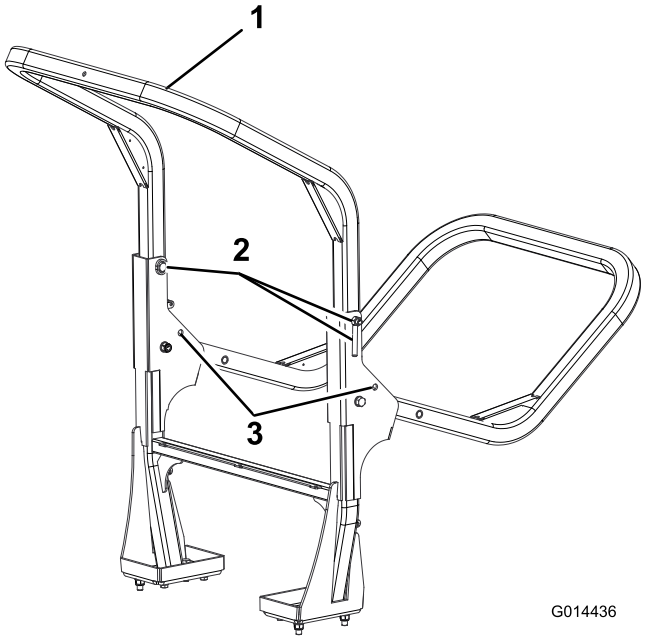

Figura 30
2. Suporte o peso da barra de segurança enquanto remove as porcas, anilhas e parafusos de retenção dos suportes articulados (Figura 30).